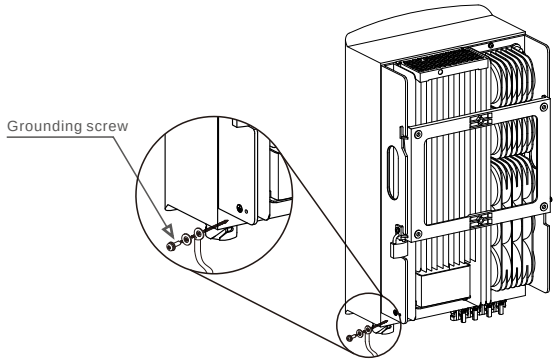

Figure 5.10 Fixed cable
6) Connect the grounding cable to the grounding point on the heat sink,and tighten the grounding screw, Torque is 3Nm(see figure 5.10).